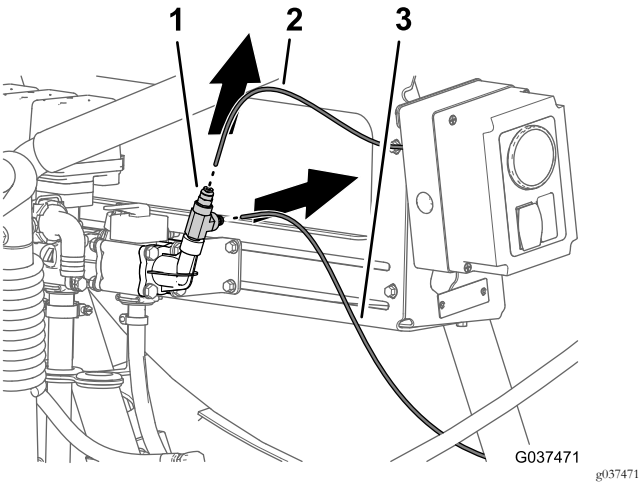
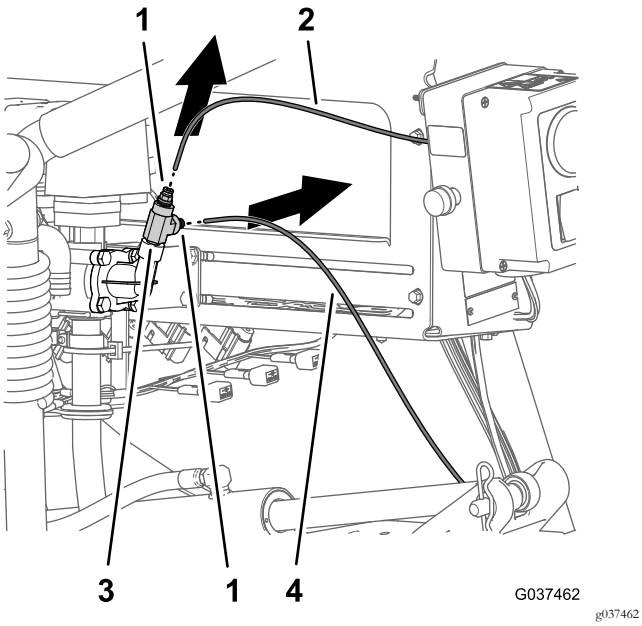

Figura 11
Figura 12
1. Empuje hacia dentro los collares de los acoplamientos de tubo del acoplamiento en T del conector del orificio de presión (Figura 11 o Figura 12).
2. Retire el tubo del sensor de presión del indicador del salpicadero del acoplamiento del tubo (Figura 11 o Figura 12).
3. Retire el tubo del sensor de presión del manómetro de la pistola de fumigación o del acoplamiento de tubo (Figura 11 o Figura 12).